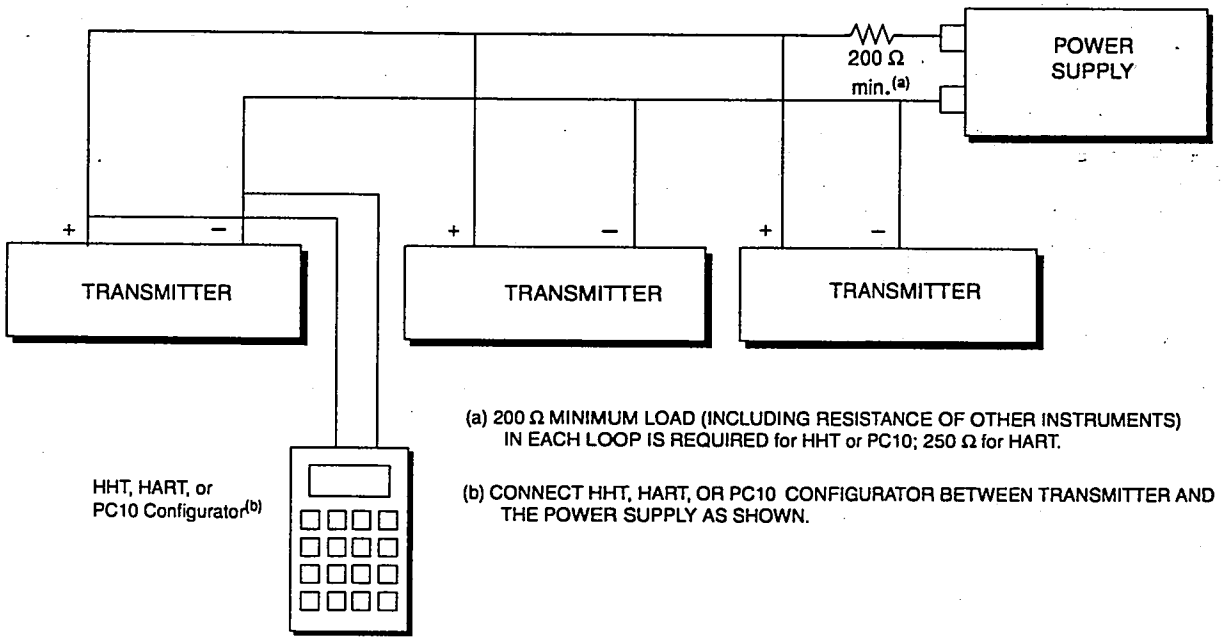

Figure 15. Wiring Several 4 to 20 mA Transmitters to a Common Power Supply
6. If wiring additional transmitters to the same power supply, repeat Steps 1 through 5 for each additional transmitter. The setup with multiple transmitters connected to a single power supply is shown in Figure 15. Refer to MI 020-350 for details.